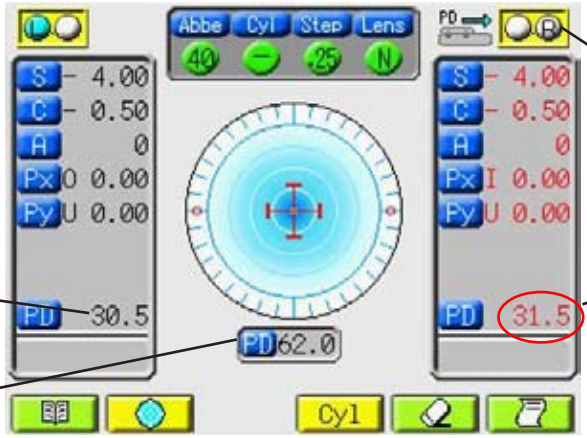

Figure OP-16 Right PD Measurement Saved
4. Once you center the blue cross, the cross turns red. When you hear a beep, the message “Marking OK” appears, and the data turns red, your near point data is automatically saved. Refer to Figure OP-16.
9. When you hear a beep and the data turns red, it indicates that the AL700 automatically saved your near point data. Refer to Figure OP-16.